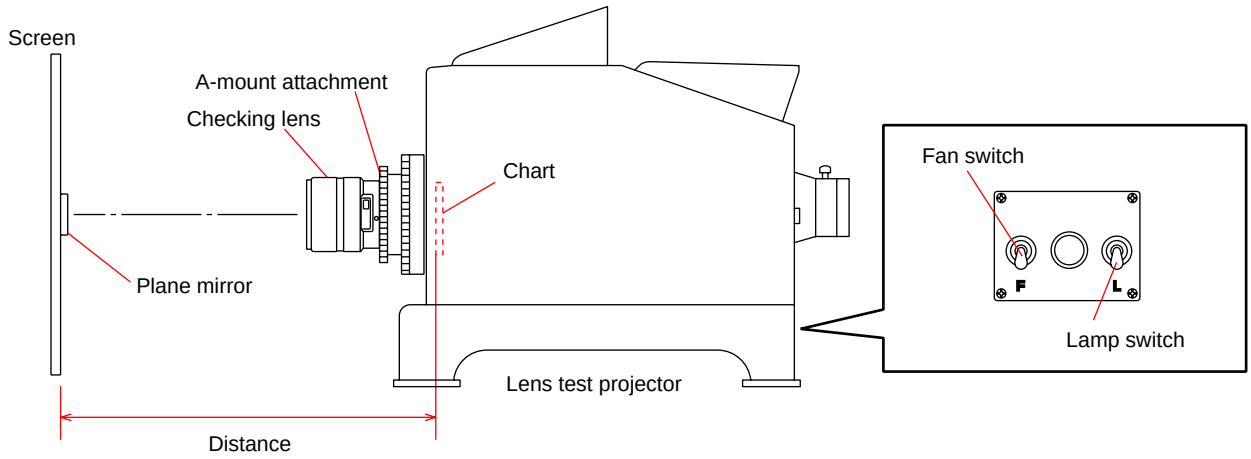

Fig.4-4-2
2) Attach the checking lens to the lens test projector, and set the equipments as shown in Fig.4-4-2.